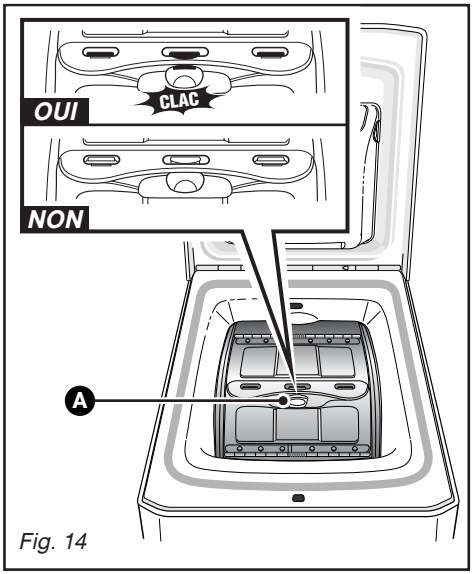

Fig. 14
– Ouvrez le tambour en appuyant sur le poussoir **A** situé sur le portillon avant *(Fig. 14)*.
Vérifiez que les trois crochets et le liseré du poussoir sont bien visibles *(Fig. 14)***.**